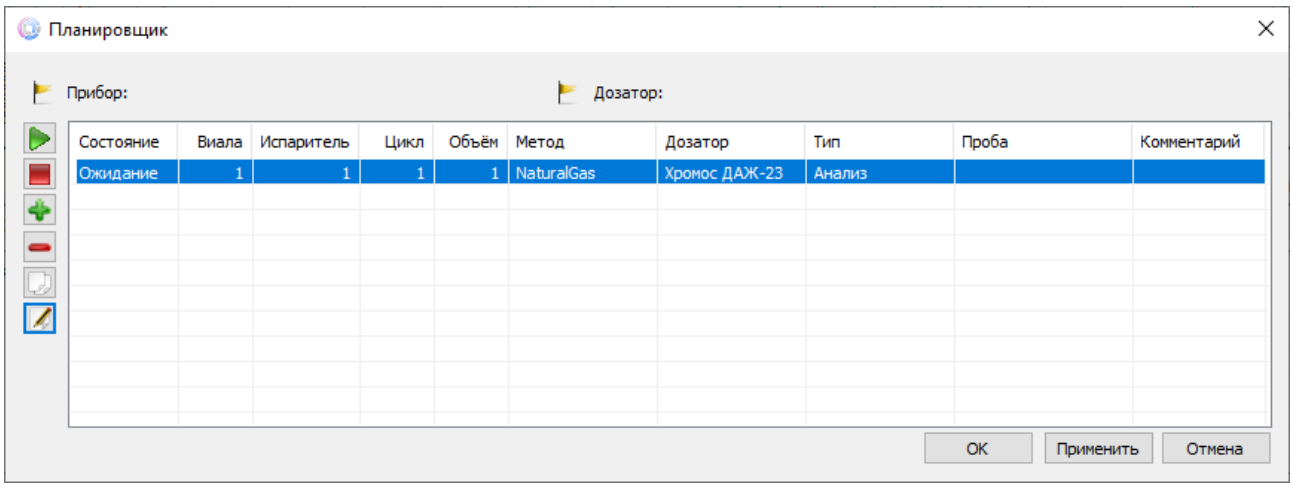

Рис. 41: Окно планировщика
Для автоматизации работы приборов можно использовать планировщик. В планировщике(Рис. 41) можно создать и запустить серию измерений для анализа или градуировки. Окно планировщика содержит индикаторы подключения хроматографа и дозатора, а также отображает информацию о серии анализов.
1. На панели управления нажмите **Планировщик**. Откроется окно *Планировщик* (Рис. 41).